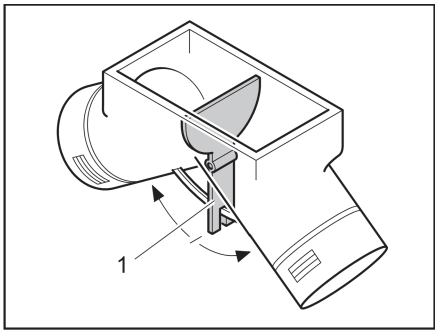

Fig. 105 Circulation fan, adjustment flap in central position
In the central position the warm air is distributed evenly to each warm air outlet. The operating lever (Fig. 105,1) for the adjustment flap is located under the base flap in the wardrobe.
- Push the operating lever (Fig. 105,1) in the direction of the arrow until the required position has been reached.